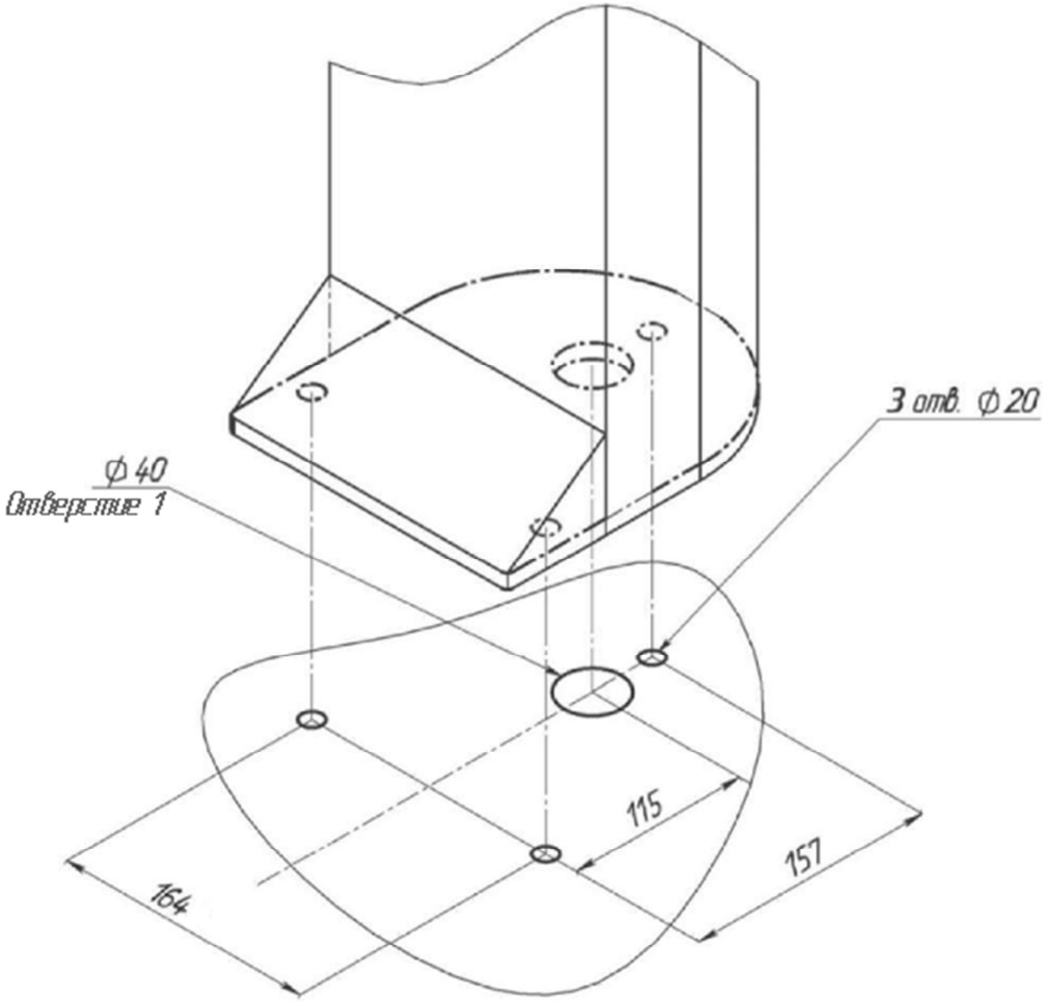
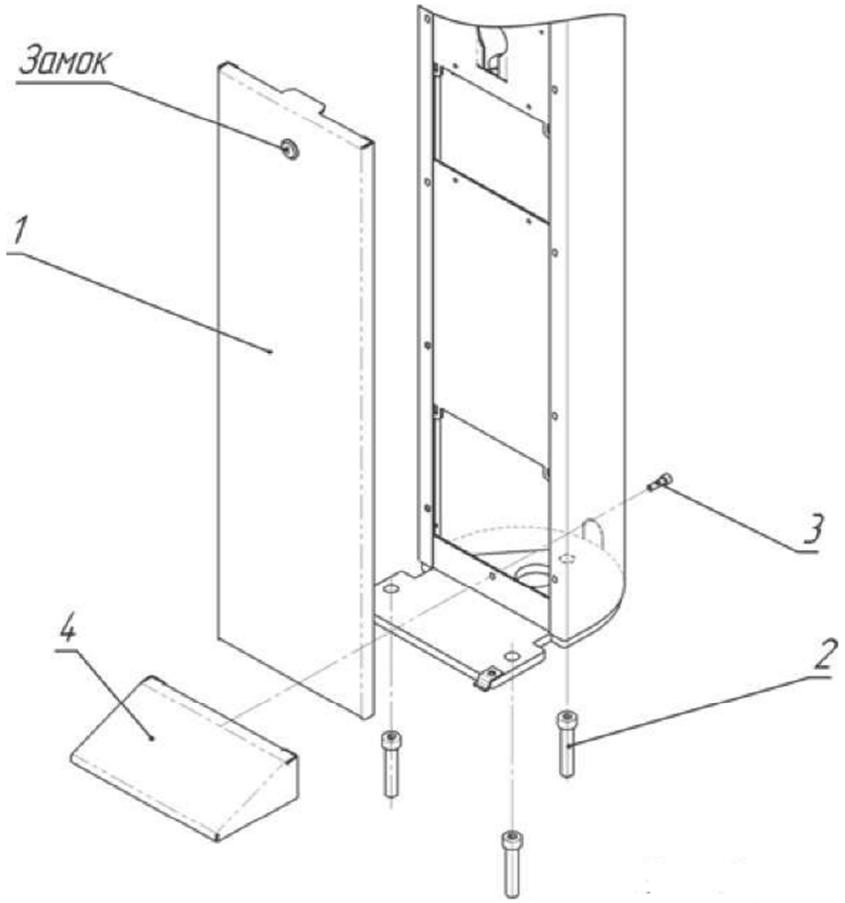
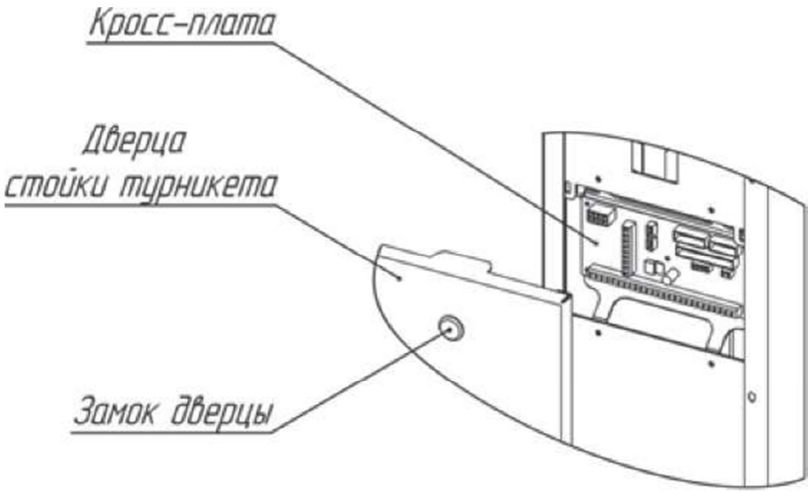

Рис. 6. . Установочные размеры
Рис. 7. . Схема установки турникета
Рис. 8. Расположение кросс-платы на стойке турникета
4.2.3. По установочным размерам (рис. 6), подготовьте 3 отверстия диаметром 20 мм в полу под анкеры крепления стойки турникета. Расположение монтажных отверстий относительно внешних габаритов турникета представлено в Приложении 3(рис. 13). Глубина закладного отверстия должна превышать длину анкера на 5 мм. Вставьте анкеры в отверстия.
4.2.4. Подводка кабелей производится через отверстие 1 (рис. 6) в нижней плите турникета. Необходимо подготовить штробу для прокладки кабелей.
4.2.7. Установите стойку турникета на подготовленную площадку (рис. 6). Используя ключ, откройте замок и снимите дверцу (1,рис. 7). Заведите в корпус турникета кабели от ПУ, БП и, при необходимости, кабели СКУД и ОПС. Подводка кабелей производится через отверстие 1 в нижней плите турникета (рис. 6). Закрепите кабели кабельными стяжками.
4.2.8. Совместите отверстия в стойке турникета с анкерами в полу. Проверьте вертикальность установки в 2-х плоскостях, при необходимости используйте стальные прокладки требуемой толщины для правильной установки турникета. Закрепите стойку турникета тремя винтами М12 (2,рис. 7), закрутив их в соответствующие анкеры, используя ключ для винта с внутренним шестигранником S10. Установите крышку основания (4,рис. 7) и зафиксируйте ее винтом М6, приложенном в комплекте поставки (3,рис. 7). Установите дверцу (1,рис. 7) в исходное положение и закройте ее на замок.
Подключение БП, ПУ и СКУД осуществляется с помощью кросс-платы. Для этого необходимо открыть дверцу стойки турникета (1,рис. 7), используя ключ. На рис. 8 показано расположение кросс-платы на стойке турникета.